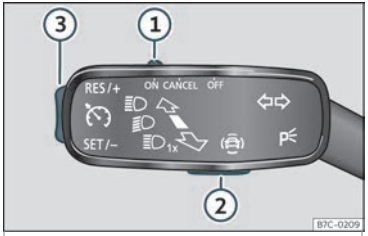

Fig. 209 Na panca dos intermitentes:teclas para manexar o limitador de velocidade.
Para cambiar entre os sistemas de asistencia á condución prema a tecla ››› **fig. 209 ②**, a continuación, seleccione mediante a roda dereita do volante multifunción no menú do cadro de instrumentos e prema a roda para confirmar a selección.
- Desprace o mando ››› **fig. 209** ① á posición **ON** e prema a tecla ②.
- Durante a marcha, prema a tecla ››› **fig. 209** ③ pola zona **SET/–**.
Pódese axustar a velocidade coa tecla ››› **fig. 209** ③:
- Desprace o mando ››› **fig. 209** ① á posición **OFF**.
Se desexa desactivar temporalmente o limitador de velocidade, por exemplo, para adiantar, desprace o mando ››› **fig. 209** ① á posición **CANCEL** ou prema a tecla ②.
Despois do adiantamento, pódese activar o limitador de velocidade coa velocidade previamente programada premendo a tecla ››› **fig. 209** ③ pola zona **RES/+**.